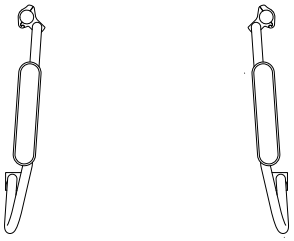

fig. 13
5. Posizionando le fascette stringitubo più all'interno si riduce la larghezza posteriore della seduta (fig. 13).